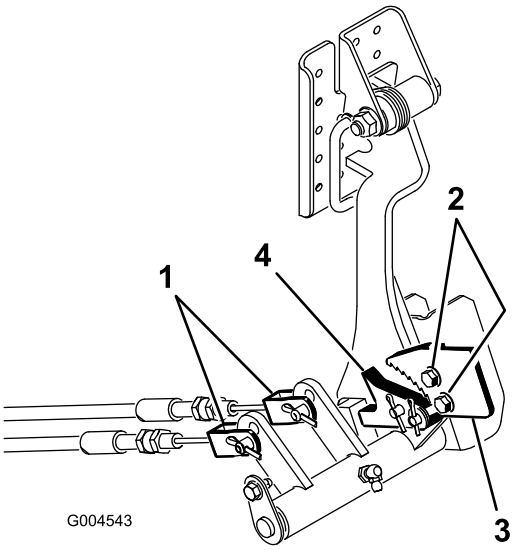

Rysunek 75
1. Wyjmij zawleczki i sworznie z łbem płaskim mocujące linki hamulcowe do pręta pedału hamulca (Rysunek 75).
2. Poluzuj 2 śruby mocujące zapadkę hamulca postojowego do ramy (Rysunek 75).
3. Naciśnij pedał hamulca postojowego do przodu, tak aby zaczep hamulca całkowicie zaskoczył na zapadce (Rysunek 75).